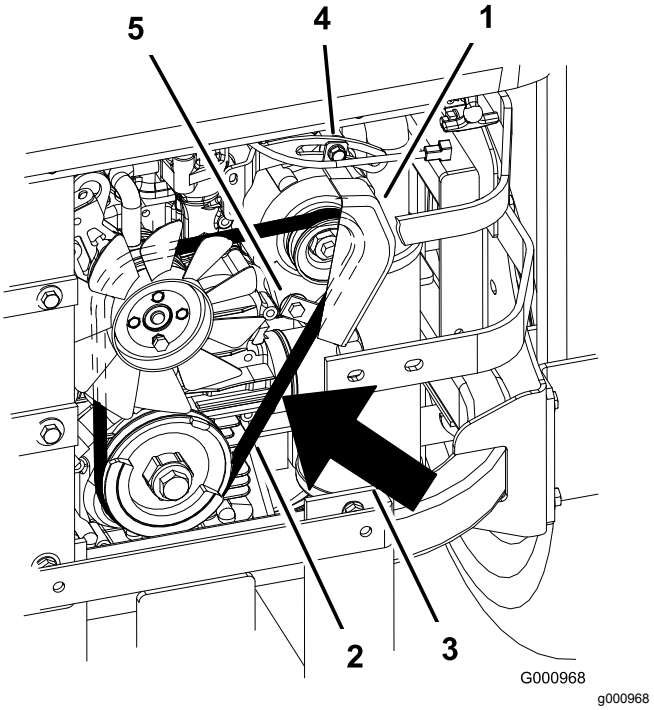

Figur 74
2. Juster generatoren til ydersiden, indtil der er 7 til 9 mm afbøjning i remmen mellem motoren og generatorens remskiver med en kraft på 10 kg (Figur 74).
5. Hvis bøjningen er korrekt, skal den nederste og øverste bolt strammes (Figur 74).